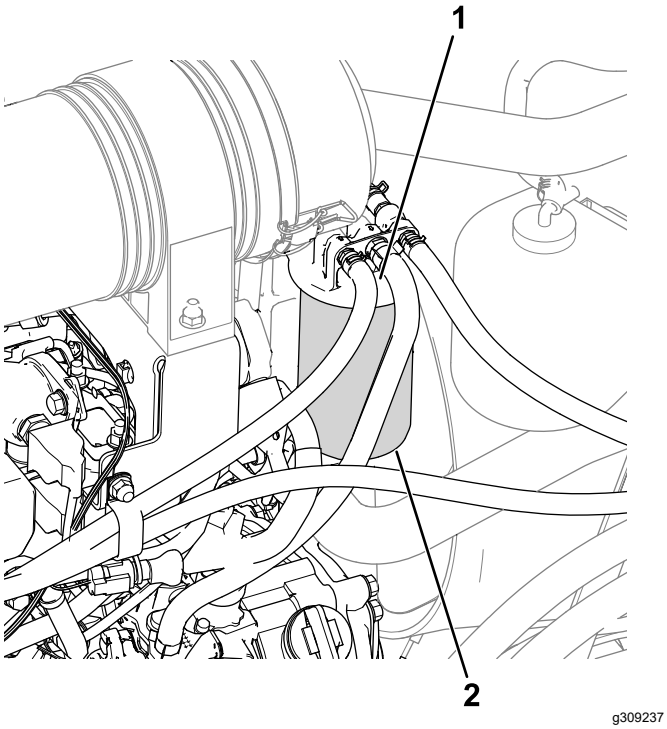

Figura 56
1. Limpie la zona alrededor de la cabeza del filtro de combustible (Figura 56).
2. Retire el filtro y limpie la superficie de montaje de la cabeza del filtro (Figura 56).